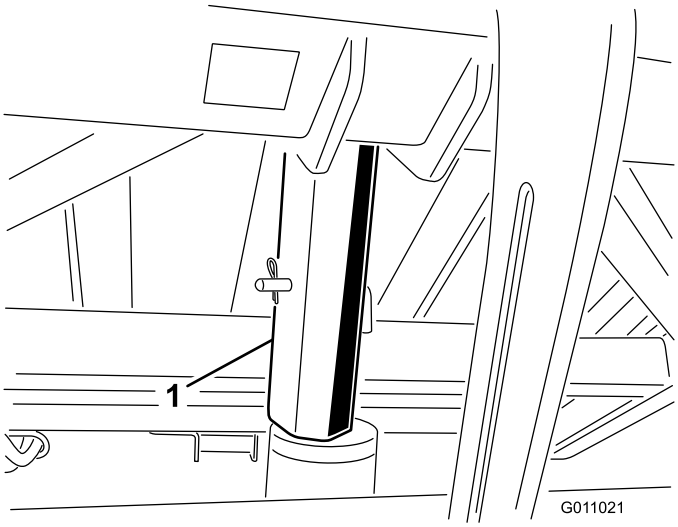

Figur 26
3. Før inn beholderens støttepilar på sylinderstangen. Påse at pilarendene hviler på sylinderløpet og ikke på enden av sylinderstangen (Figur 26).